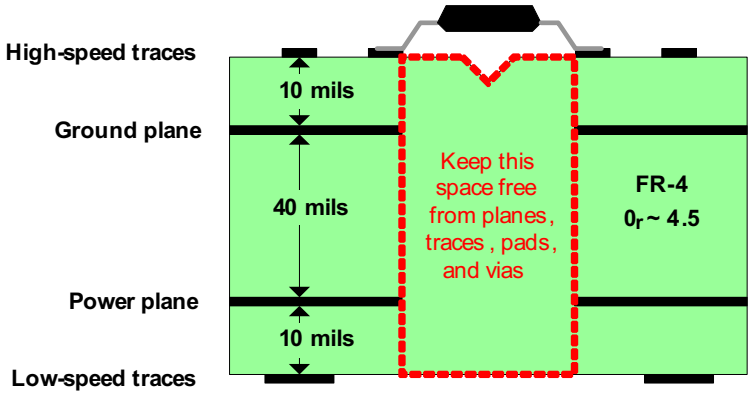

Figure 21. Recommended Layer Stack
On-chip IEC-ESD protection is good for laboratory and portable equipment but never sufficient for EFT and surge transients occurring in industrial environments. Therefore robust and reliable bus node design requires the use of external transient protection devices. Because ESD and EFT transients have a wide frequency bandwidth from approximately 3-MHz to 3-GHz, highfrequency layout techniques must be applied during PCB design. A minimum of four layers is required to accomplish a low EMI PCB design (see Figure 21).
- Apply 100-nF to 220-nF bypass capacitors as close as possible to the VCC-pins of transceiver, UART, controller ICs on the board (see Figure 21).
- Use at least two vias for VCC and ground connections of bypass capacitors and protection devices to minimize effective via-inductance (see Figure 21).
- Use 1-kΩ to 10-kΩ pullup and pulldown resistors for enable lines to limit noise currents in theses lines during transient events (see Figure 21).
- Insert pulse-proof resistors into the A and B bus lines if the TVS clamping voltage is higher than the specified maximum voltage of the transceiver bus pins. These resistors limit the residual clamping current into the transceiver and prevent it from latching up (see Figure 21).